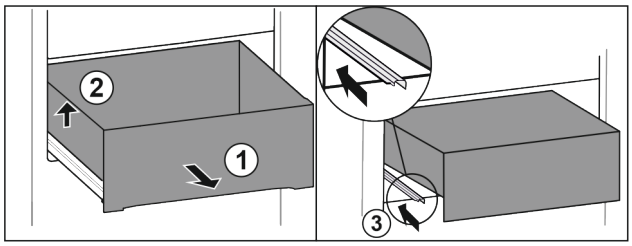

Fig. 159
▶ 将抽屉拉出至止挡。 *Fig. 159 (1)*
▶ 抬起抽屉左侧。 *Fig. 159 (2)*
▶ 推入左侧轨道。 *Fig. 159 (3)*